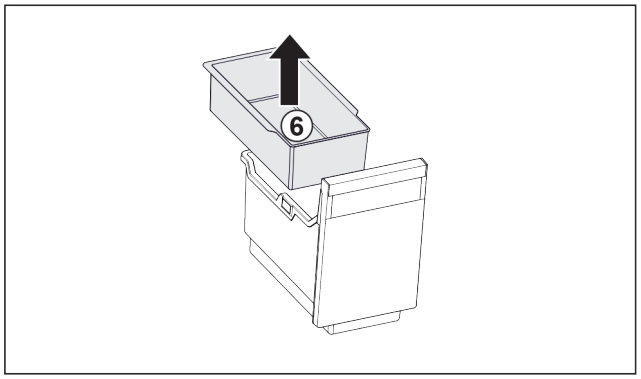

Fig. 100
▶ Einhängeschale *Fig. 100 (6)* entnehmen.